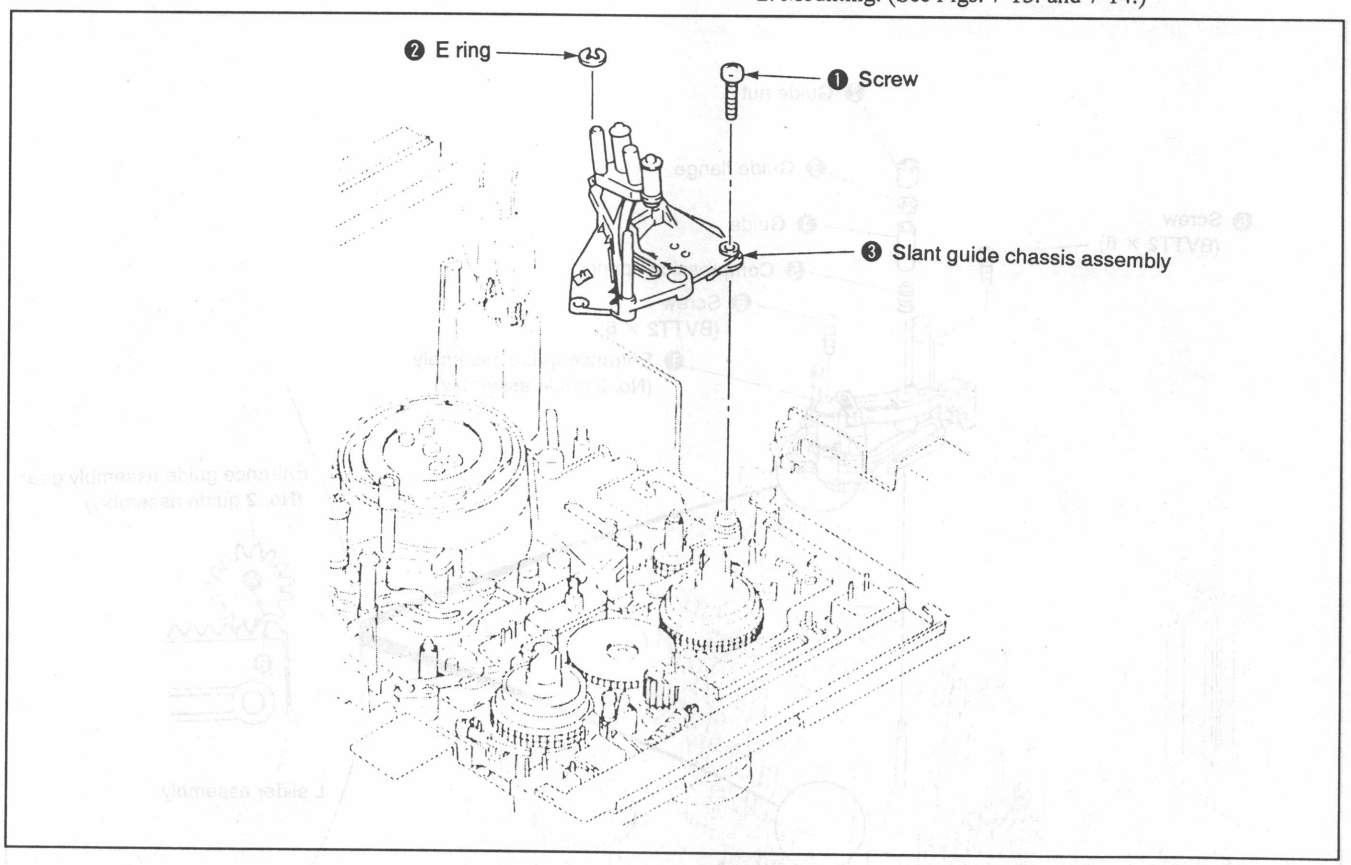

Fig. 7-27.
1. Removal (See Fig. 7-27.)
2. Mounting (See Figs. 7-27. through 7-29.)